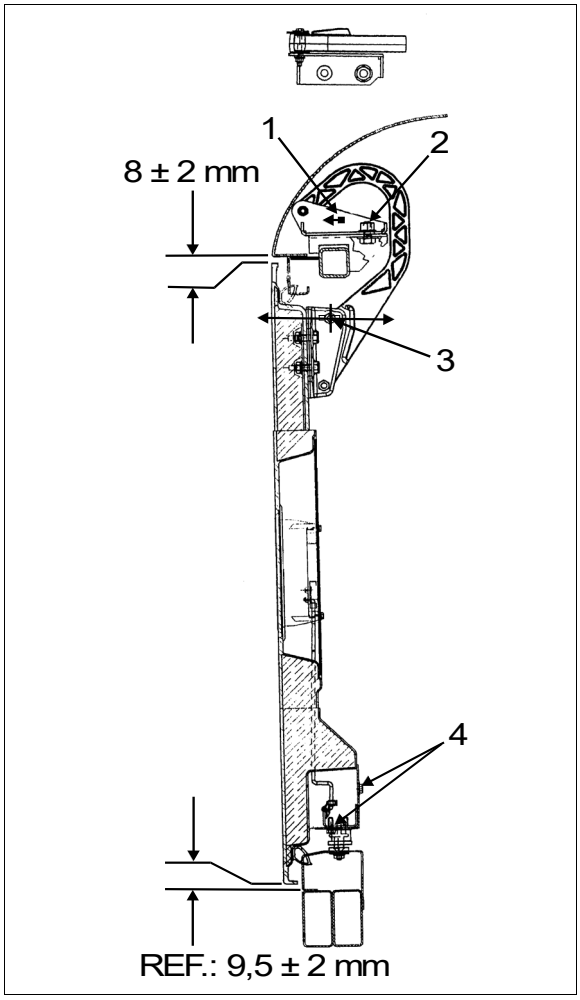

FIGURE 72: DOOR HINGE 18194
2. Loosen nut (2, Figure 72).
3. Move part (1, Figure 72), as close as possible to exterior of coach, so as to have enough clearance for proper door opening.
4. Tighten nut (2, Figure 72).
5. Loosen nut (3, Figure 72). Hinge allows the door to be shifted "IN or OUT".
6. Adjust door panel to have the same gap space as neighboring panels or refer to Figure 52 for specified gap space. Only if necessary, use the adjustment allowed by moving part 1, Figure 72.